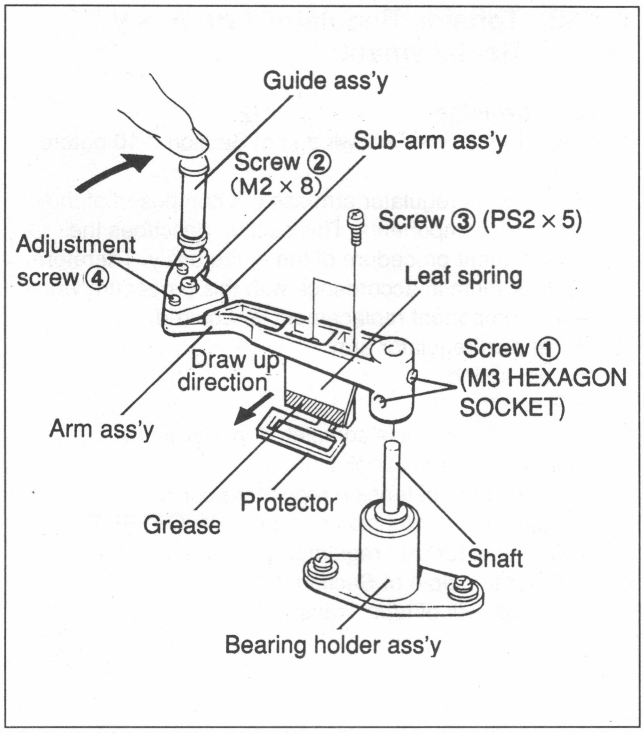

Fig.7-10-10 Tension Regulator Arm Ass'y Removal
2. Tension Regulator Arm Ass'y Removal (Fig. 7-10-10)
4. Tension Regulator Arm Ass'y Replacement (Fig. 7-10-10)